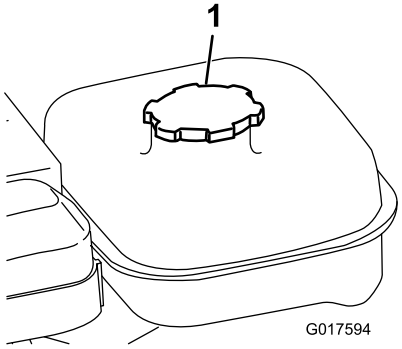

Figur 16
1. Rengjør rundt drivstofftanken, og ta av lokket (Figur 16).